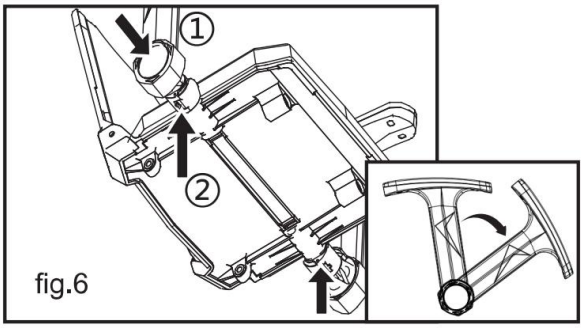

fig.6
* ① Luego abra la cerradura del apoyabrazos debajo del asiento, inserte los
apoyabrazos izquierdo y derecho en el tubo del apoyabrazos y ② bloquéelo. (fig.6), el apoyabrazos se puede ajustar según sus necesidades.